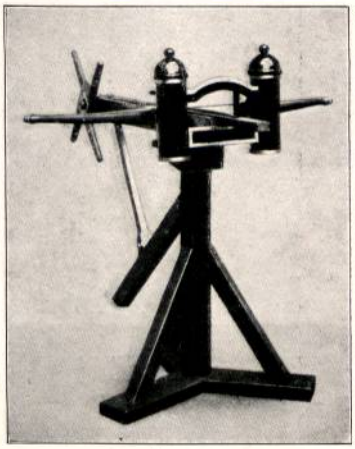

Abb. 251. Erzspanner (Aerotonon) nach Philon rekonstruiert. Aus: Schramm, Bemerkungen z. d. Rekonstruktion griech.-röm. Geschütze.
4) Philon beschrieb auch unter dem Namen Erzspanner (Aerotonon) ein Flachbahngeschütz für Pfeile, dessen Hebelarme nicht von Spannsehnenbündeln geschleudert wurden, sondern von metallenen Federn (s. d.). Nachbildung (Abb. 251) in $^1/_2$ nat. Größe auf der Saalburg (Jahrb. d. Gesellsch. f. lothring. Gesch., Bd. 18, 1906, S. 281).